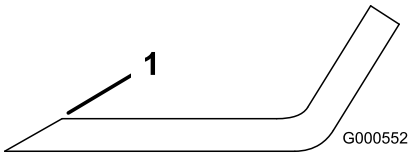

Figuur 64
1. Gebruik een vijl om de snijranden aan beide uiteinden van het mes te slijpen (Figuur 64).
Opmerking: Als het mes niet in balans is, moet u wat metaal afvijlen van het uiteinde van de vleugel (Figuur 64).